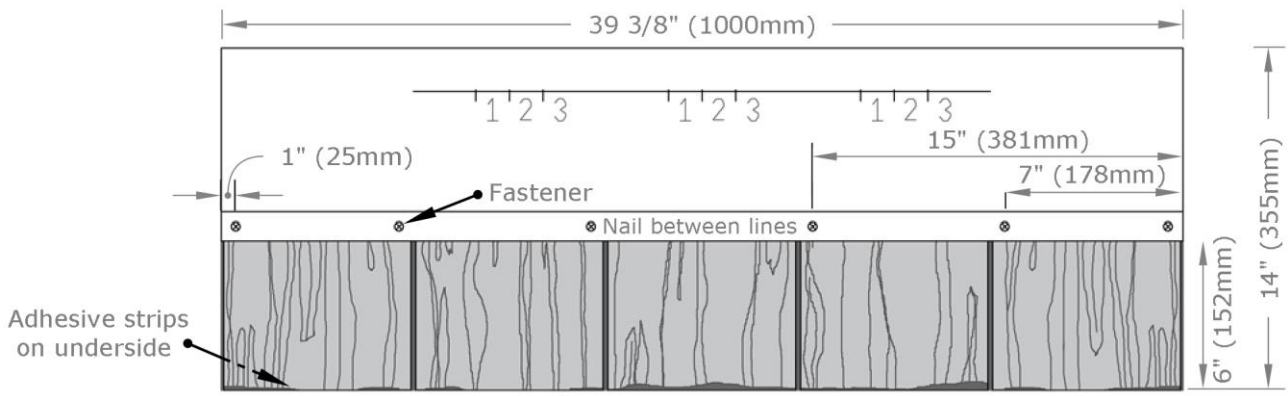

FIGURE 4 - Fastener Pattern
- Fasteners must be located ***1" (25mm)*** from the top of the exposure and within the F-WAVE® REVIA® Roofing Shingle Nailing Zone. Fastener locations are ***1" (25mm), 7" (178mm)*** and ***15" (381mm)*** from each end of the shingle as indicated on each shingle. See **Figure 4**. Fasteners must not be exposed once the installation is complete.